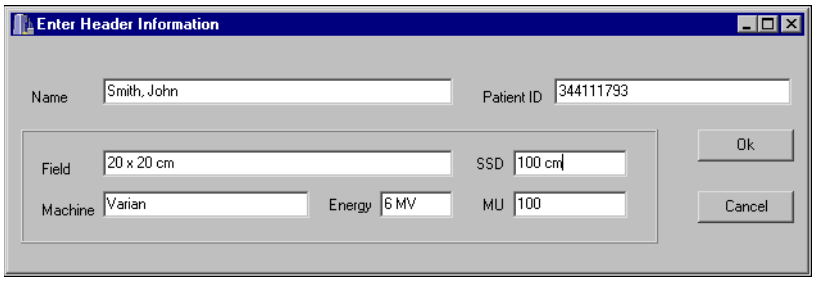

Figure 4-25. Print header dialog box
6. Click OK. A header dialog box appears (Figure 4-25).